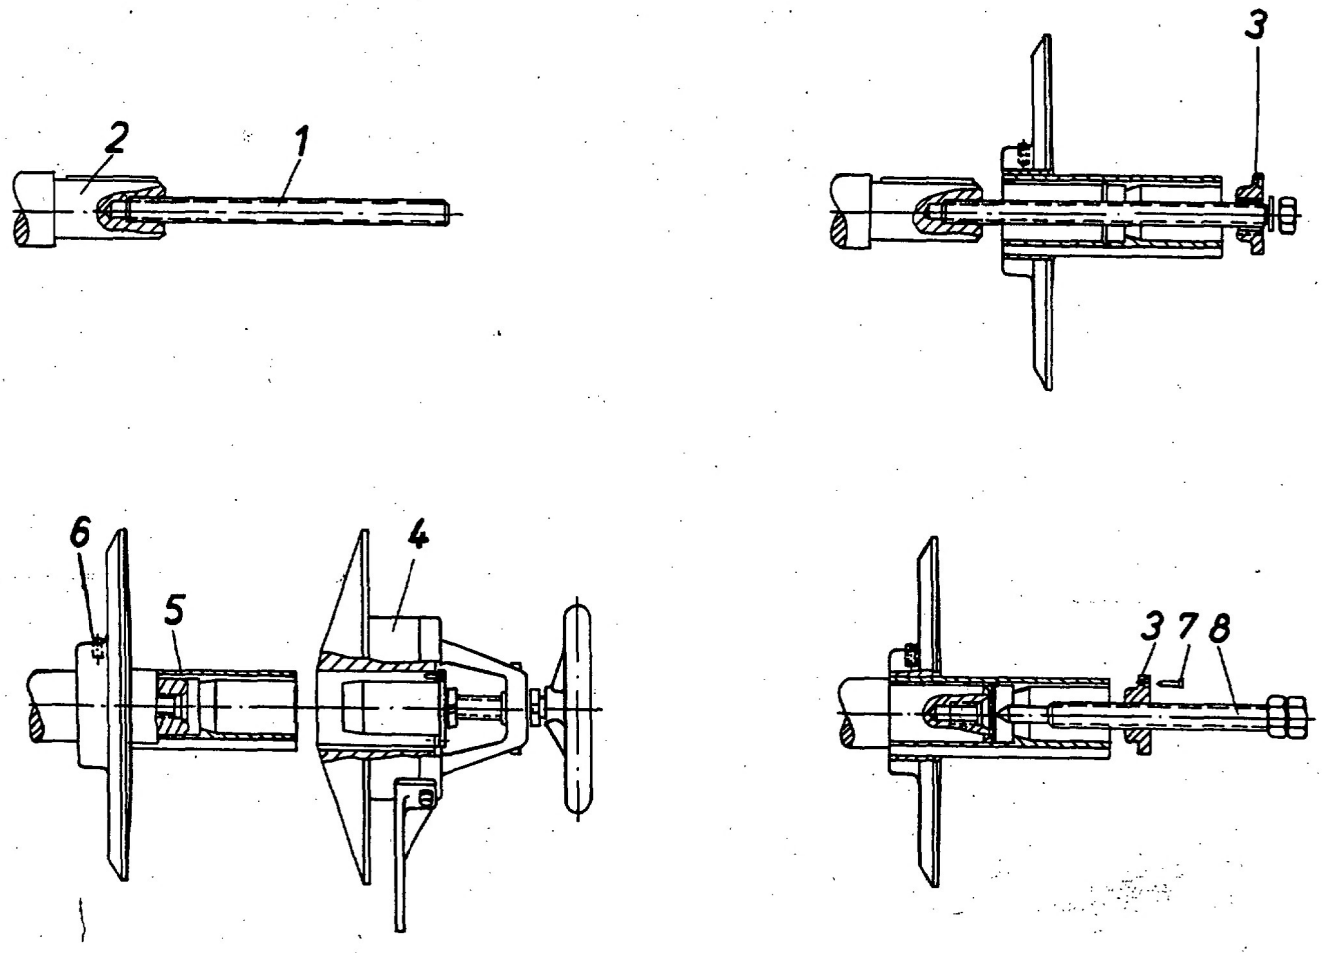

Bild 1/10
21.1. Regelscheibe R 7 (Bild 1/10)